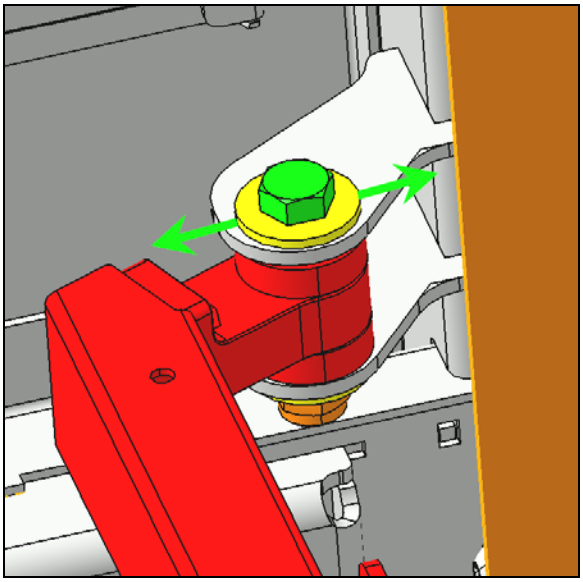

FIGURE 112:
8. Si la position longitudinale au niveau du bras inférieur est hors tolérance, vous pouvez ajuster la porte en utilisant le jeu au point d'attache entre le bras inférieur et le châssis. (Figure 112:).